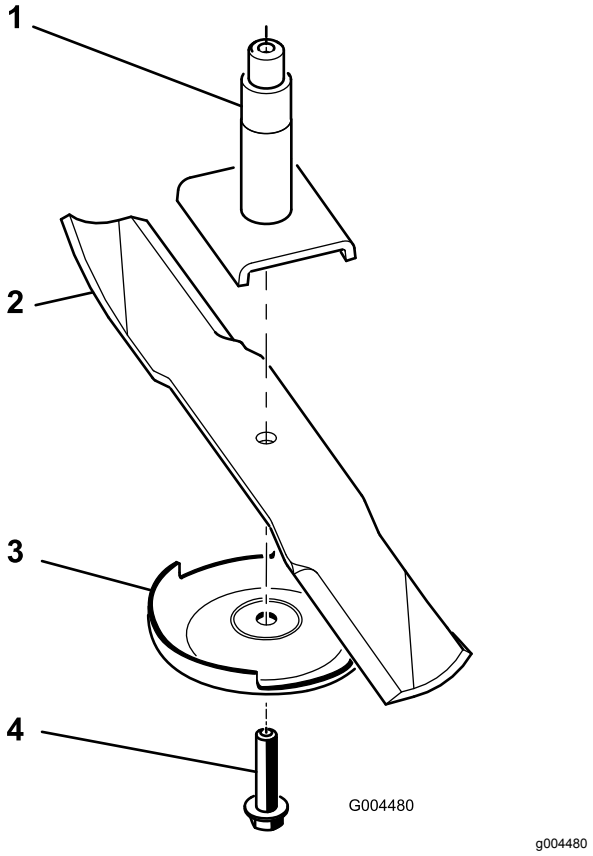

Figur 68
2. Drei bolten for knivbladet med klokken for å fjerne den (Figur 68).
3. Fjern antiskalperingsplaten og kniven fra spindelakselen (Figur 68).